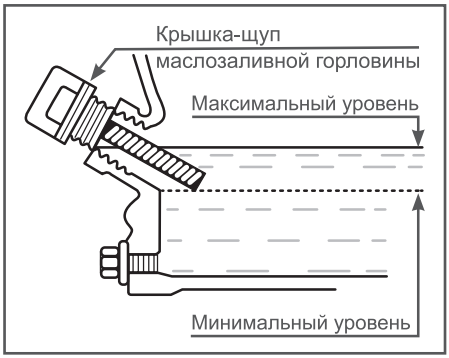

Рис. 10 Проверка уровня масла в картере
Максимальный уровень масла в картере соответствует нижней кромке заливного отверстия (Рис. 10).
4. Аккуратно извлеките щуп и осмотрите его. Уровень масла должен соответствовать верхней отметке на щупе. При недостаточном уровне масла в картере необходимо долить чистое масло до верхней отметки на щупе, что соответствует нижней кромке заливного отверстия (Рис. 10).